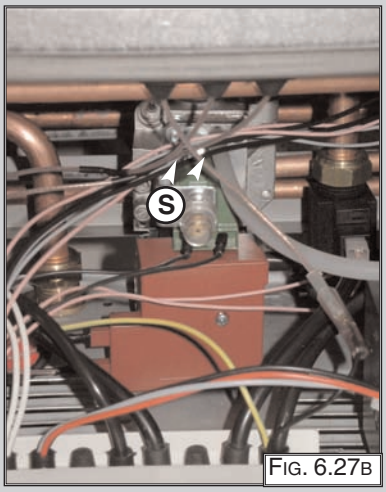

Fig. 6.27B
1. Disconnect ignition leads “S” by pulling upward (Fig. 6.27B);